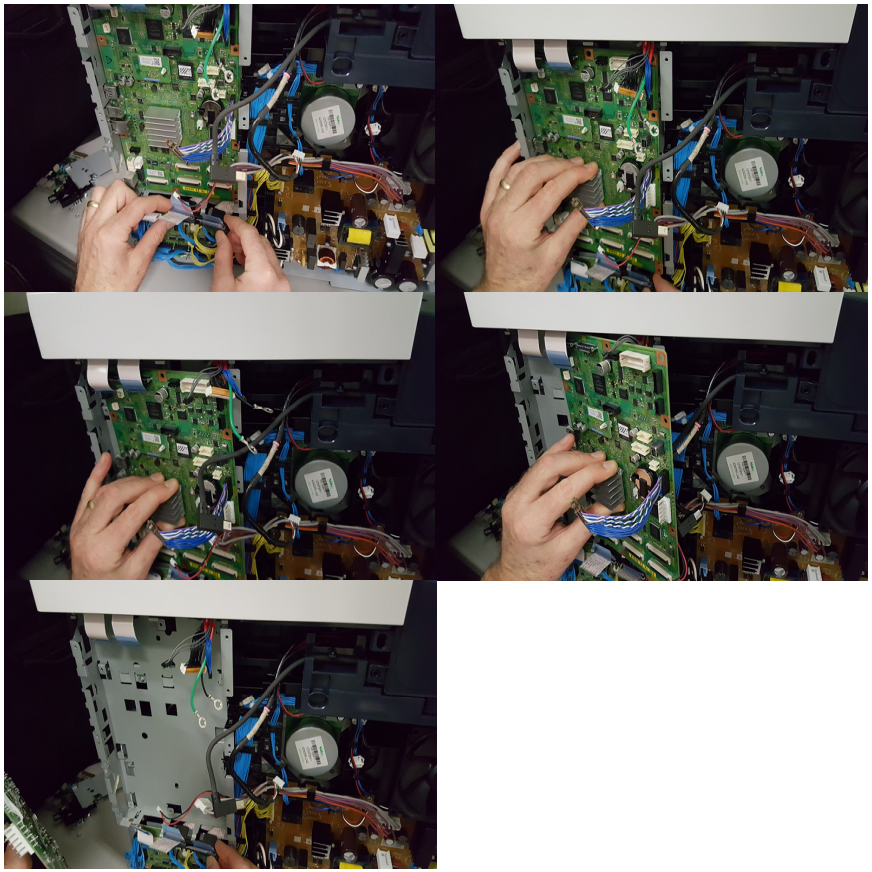

Figure 2
8. Refer to Figure 2 to carefully move the harnesses out of the way and remove the ESS Board from the frame leaving all harnesses and guides in-place.